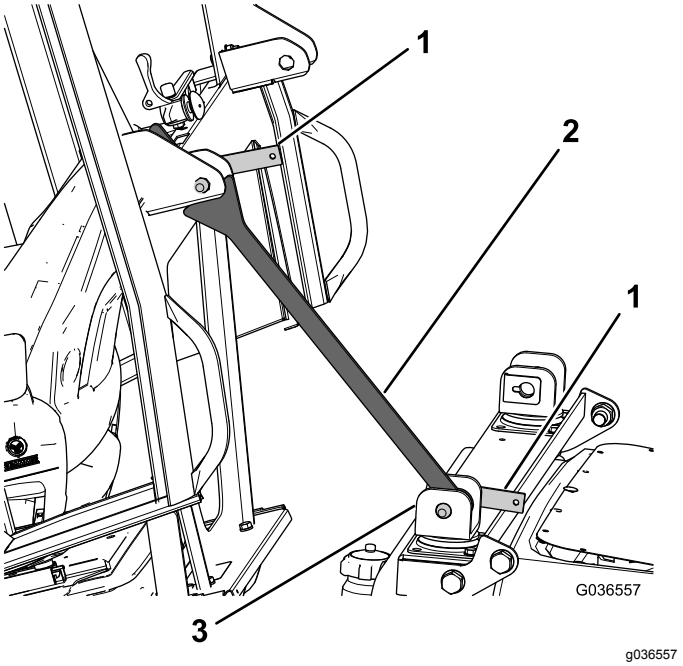

図 22
C. 安全サポートブラケットが固定されたら、クロスビームブラケットをキャブ側へ回転させて、キャブの後部にあるブラケットにセットする図 22。
D. 安全ブラケットが外れないように、残っているロッキングレバーを上側のブラケットに入れる図 22。